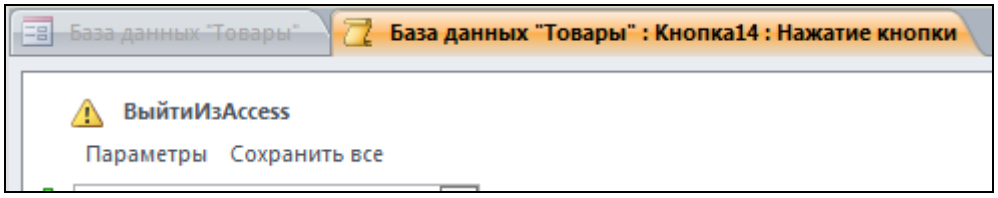

Рис. 7.23. Макрокоманды для кнопок *База данных* и *Выход:*
3.10. Для каждой из кнопок создается макрос с соответствующими командами (рис. 7.23).